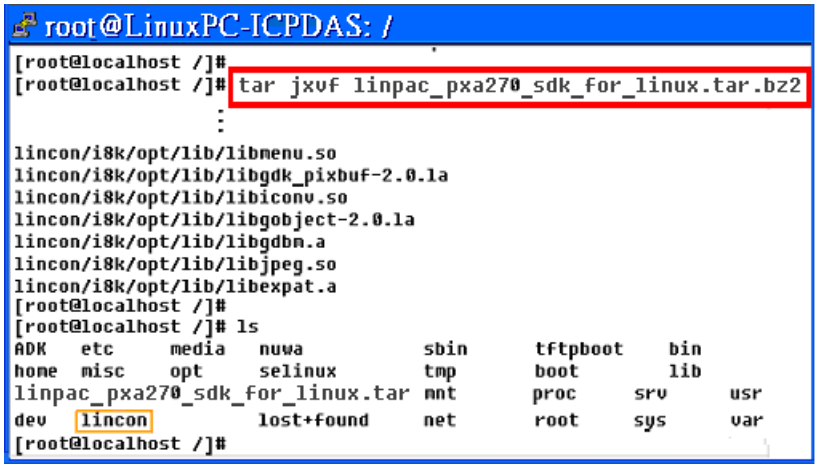

Fig. 2-3
3. Download SDK in "/ (the root directory)" , and try the following command to decompress file (refer to Fig.2-3): **$ tar jxvf linpac_pxa270_sdk_for_linux.tar**